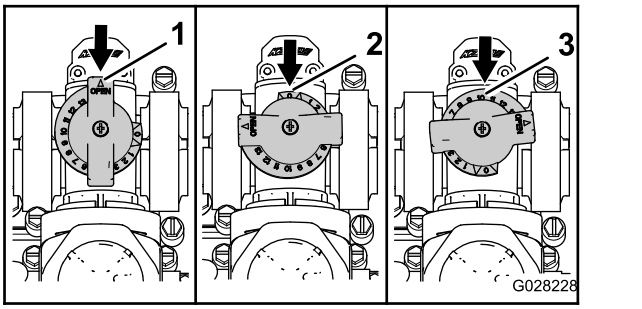

Figur 75
- Risteomløpsventilen er i fullstendig åpen posisjon som vist i A i Figur 75.
- Risteomløpsventilen er i lukket (0) posisjon som vist i B i Figur 75.
- Risteomløpsventilen er i middels (justert i henhold til trykkmåleren for spredersystemet) posisjon som vist i C i Figur 75.